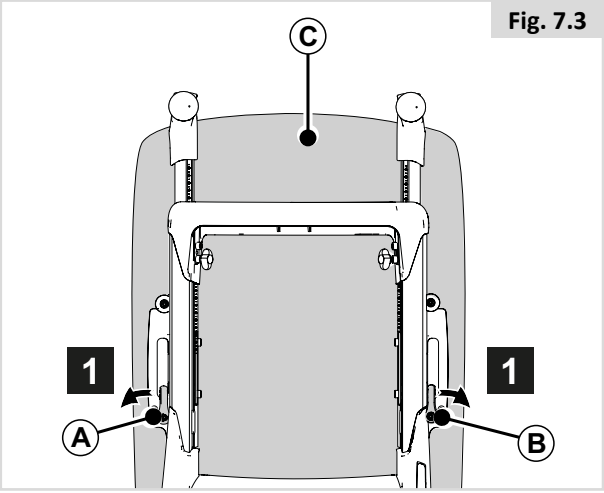

Fig. 7.3
7.2 Verwijderen van het rugkussen (fig. 7.3)